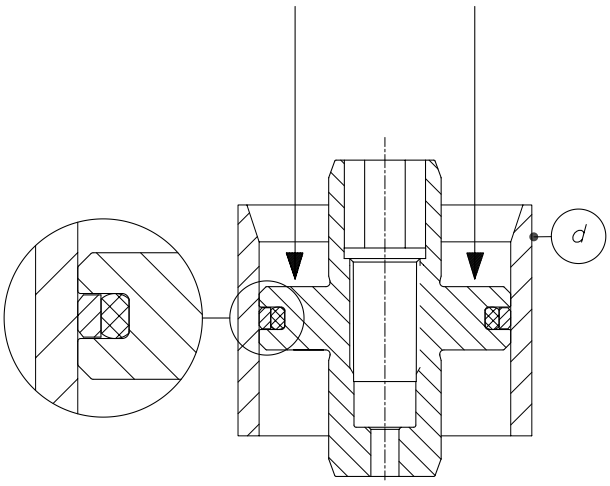

Figure 127: (z402-09) Calibrate the seals
10. Now calibrate the sealing package using the calibration bushing (pos. d). To do this, insert the piston into the insertion bevel of the calibration bushing and push it slowly and evenly through the calibration bushing (see Fig. 127).